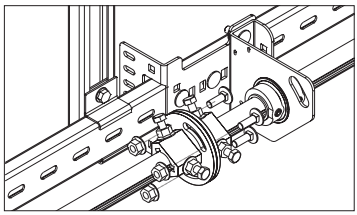

*Рис.23.6*
- установить стяжные болты муфты (рис.23.6);